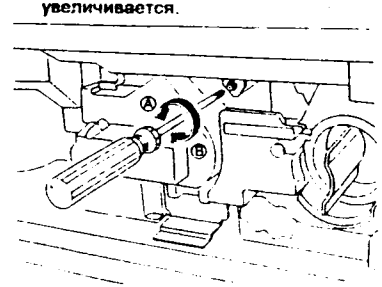

Рис. 2
2. (Рис. 2): Выполните регулировку положения ISIL.